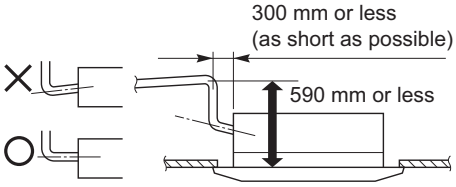

Fig. 2-180
- If it is necessary to increase the height of the drain pipe, the pipe can be raised a maximum of 590 mm from the bottom of the ceiling. Do not raise it any higher than 590 mm, as this could result in water leaks. (Fig. 2-180)